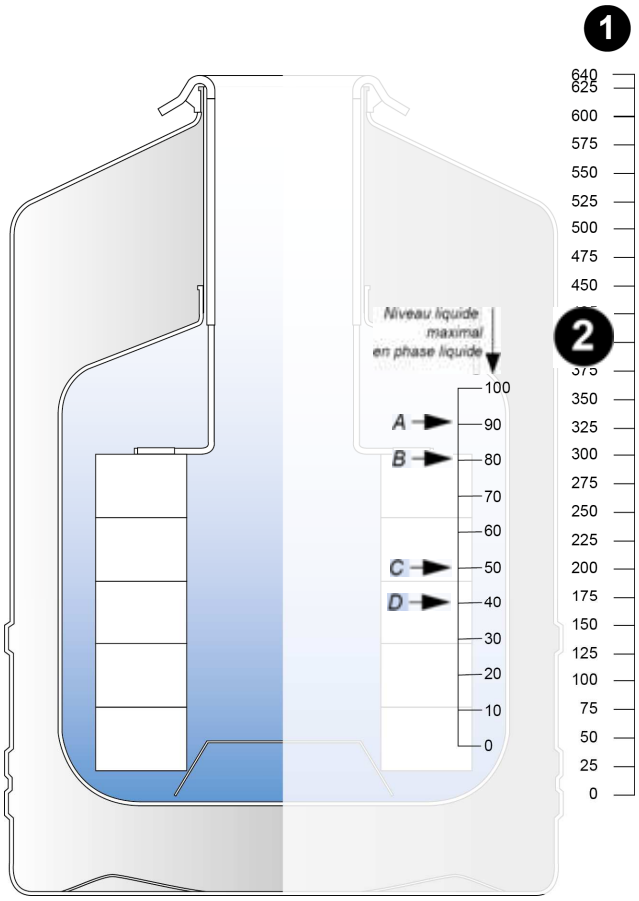

Abbildung 15-2: ARPEGE 40 - flüssige Phase - Mess-Skala
- **Viermaliges Drücken innerhalb von weniger als 2 Sekunden**: das Befüllen des Behälters wird gestartet. Bei Erreichen des oberen Füllstands (UCL) wird es automatisch unterbrochen (siehe Abbildung 15-2 bis Abbildung 15-19). Wenn die Funktion Entgasen vorhanden ist und die Temperatur an der Entgasungssonde nicht erreicht wird, wird die Entgasungsfunktion aktiviert.